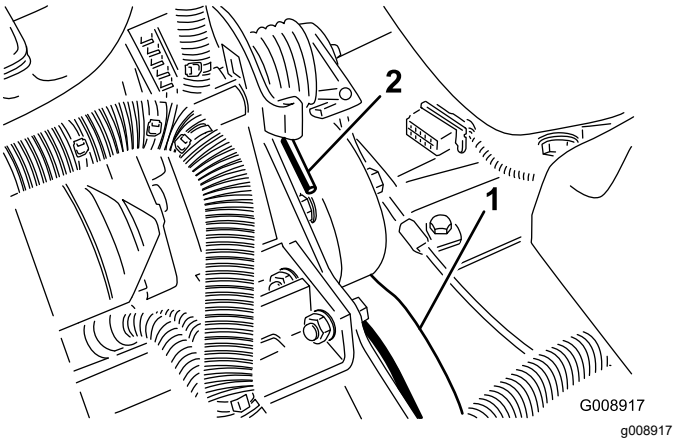

**Figur 72**
2. Trykk ned og frem på fjærenden (Figur 72) for å hekte den av braketten og frigjøre fjærens spenning.